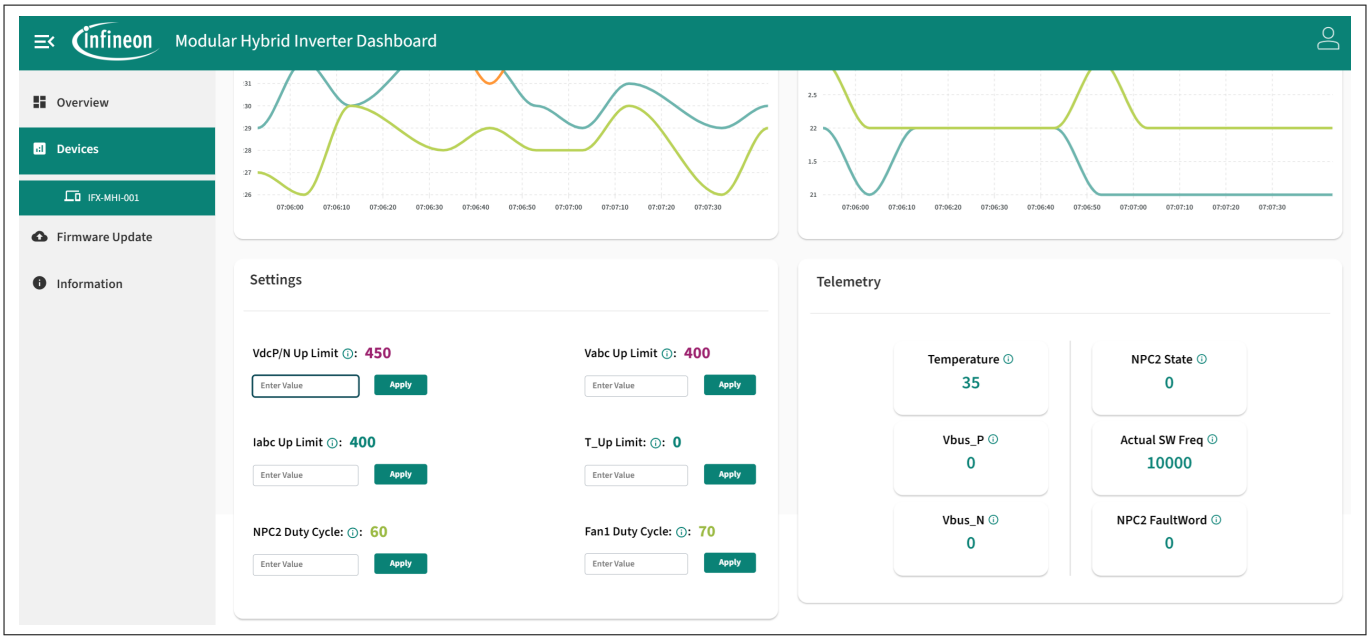

Figure 22 Telemetry data presented in the Devices page
- In the **Dashboard** tab, parameters that can be updated are displayed with a text box below them, as shown in Figure 22